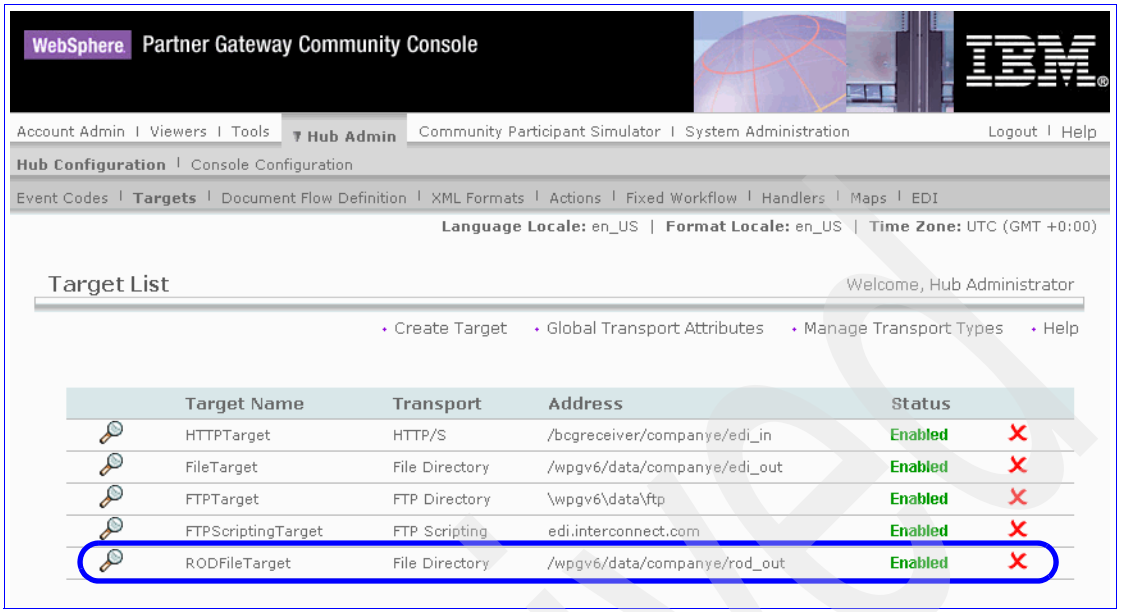

Figure 15-64 List of Targets
9. Click **List** to display the list of targets on Company E, which is as shown in Figure 15-64 on page 520.